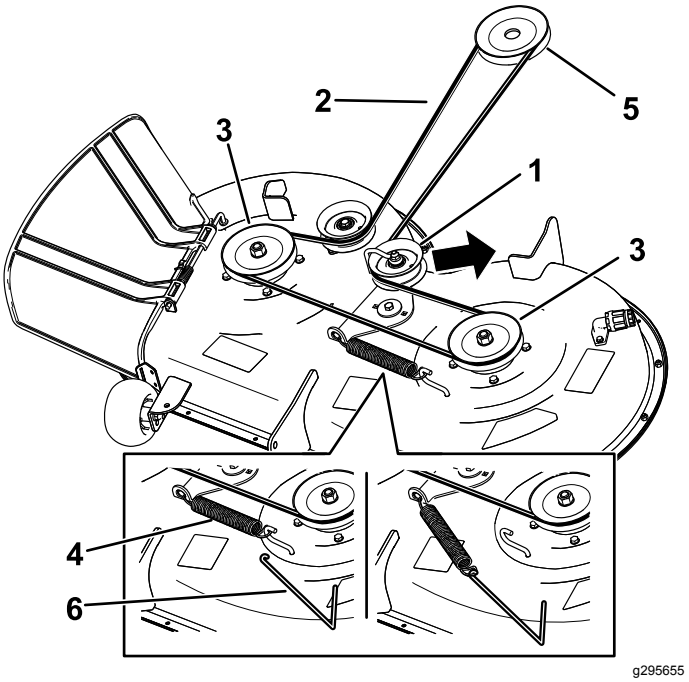

Figur 54
2. Skrue (3)
6. Bruke et fjærfjerningsverktøy (Toro-delenr. 92-5771) til å fjerne ledefjæren fra klippeenhetskroken for å fjerne spenningen på lederullen. Dra så remmen av rullene (Figur 54).
7. Legg den nye remmen rundt motorremskiven og klipperskiven (Figur 54).
8. Bruk et fjærfjerningsverktøy (Toro-delenr. 92–5771) til å montere ledefjæren over klippeenhetskroken, og tilfør spenning til lederullen og klipperremmen (Figur 54).